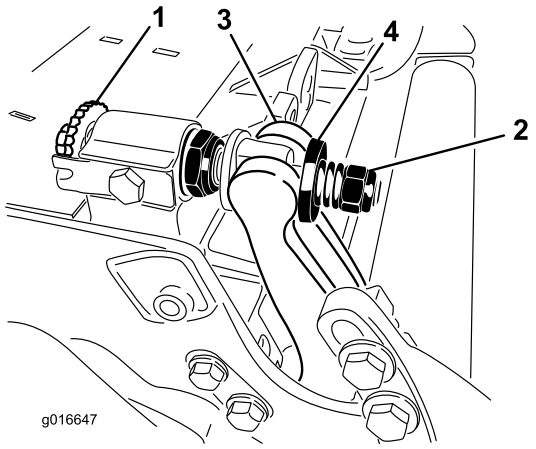

Figur 26
1. Vrid underknivsstångens justerskruvar motsols, så att underkniven förs bort från cylindern (Figur 26).
2. För fjäderspänningsmuttern bakåt, tills brickan inte längre är spänd mot underknivsstången (Figur 26).